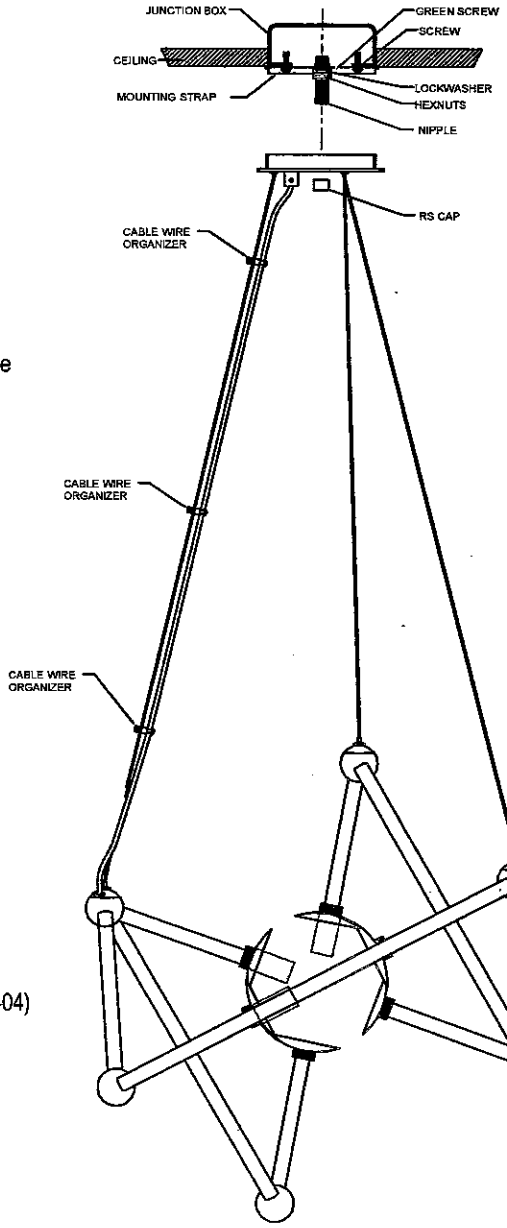

FIGURE-04
7. Attach the fixture to the nipple on the mounting strap and secure the canopy with the RS Cap (See Figure-04).
9. Scatter the 3 cable organizer throughout the aircraft cable length. (See Figure-04) Then tighten the screw on the cable wire organizer to the aircraft cable to keep the leadwire straight.